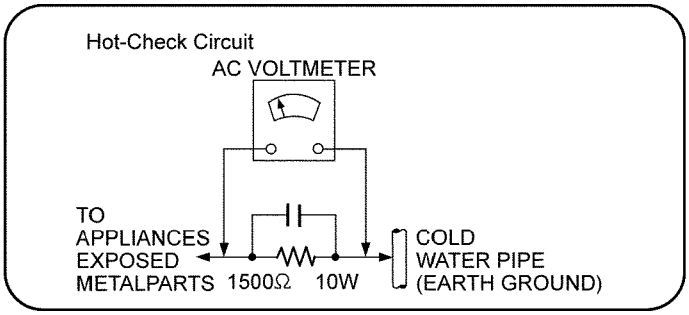

Figure. 1
2. Connect a 1.5kΩ, 10 watts resistor, in parallel with a 0.15μF capacitors, between each exposed metallic part on the set and a good earth ground such as a water pipe, as shown in Figure 1.